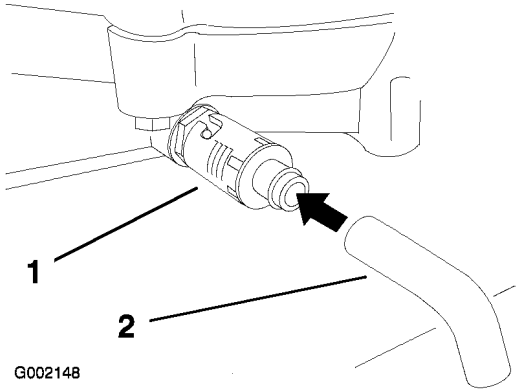

Figur 38
5. Ställ ett kärl under tömningshålet. Rotera oljetömningsventilen så att oljan töms ut (Figur 38).